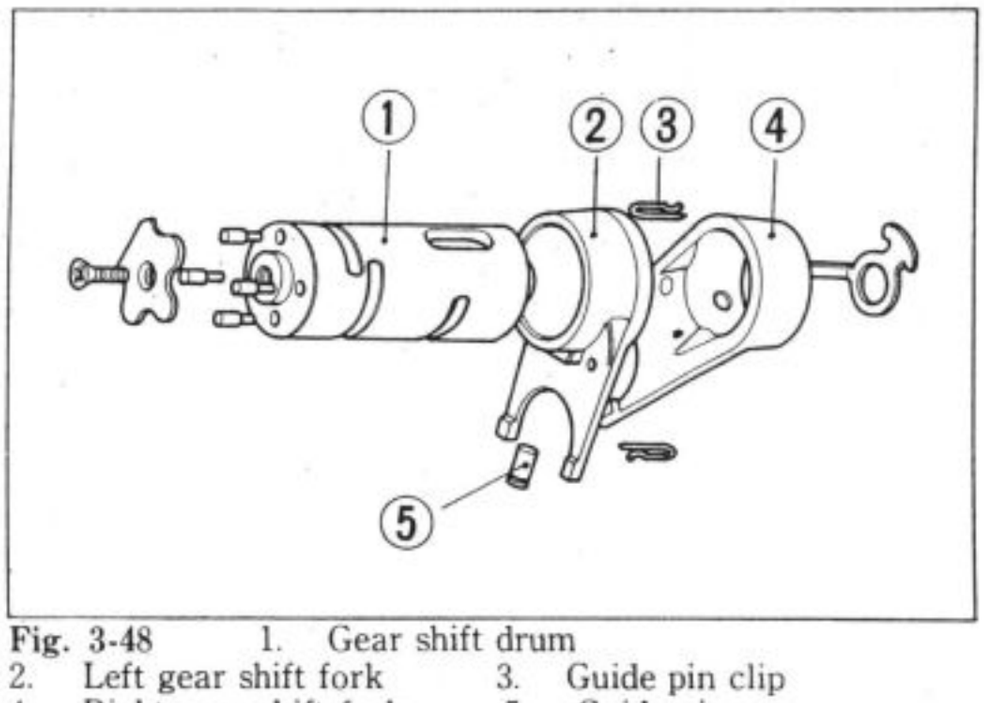

Fig. 3-48
1. As shown in Fig. 3-48, install the shift forks to the drum.